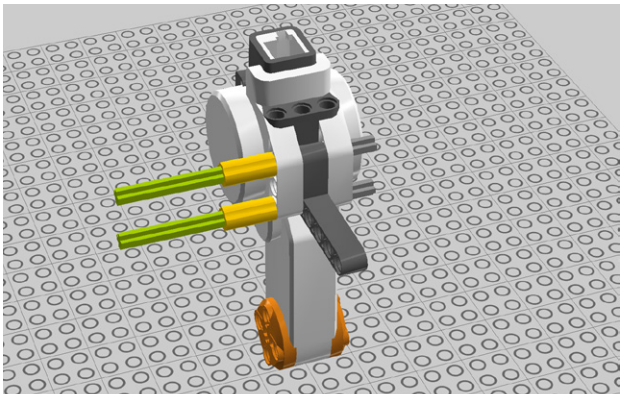

Figure 1-15. *Step 11: Extending the axles*
11. Connect two 5M beams to the extenders as shown in Figure 1-15.